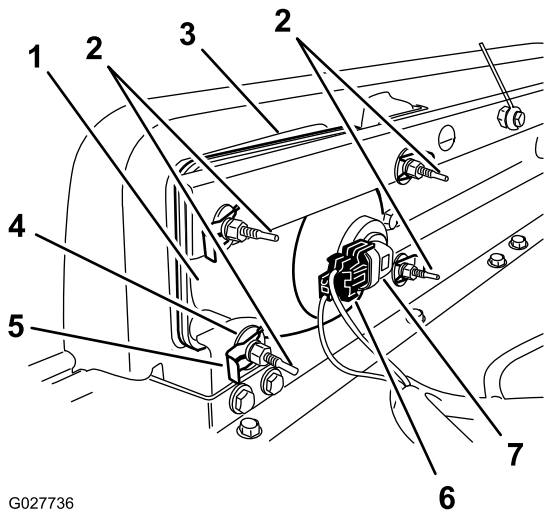

Figuur 50
3. Koppel de elektrische aansluiting voor de kabelboom los van de aansluiting van de lamp (Figuur 50).
4. Verwijder de snelklemmen en ringen waarmee de koplamp aan de koplampbeugel is bevestigd (Figuur 50).
5. Verwijder de koplamp door deze naar voren door de opening in de voorbumper te trekken (Figuur 50).
6. Monteer de nieuwe koplamp via de opening in de bumper (Figuur 50).
8. Koppel de elektrische aansluiting voor de kabelboom aan op de aansluiting van de lamp (Figuur 50).
2. Draai achteraan de koplamp aan de stelschroeven (Figuur 50) om de koplamp te draaien en de straal te richten.